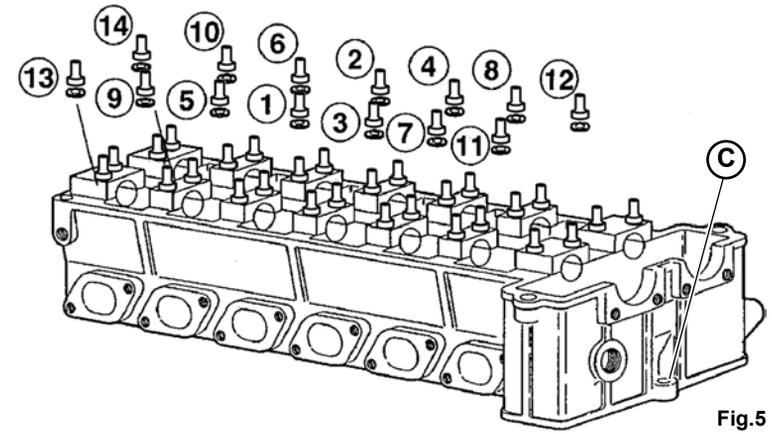

Fig.5
4. Tighten the bolt (**C-Fig.5**).
5. Tighten the head nuts to the prescribed torque by means of Molycote 1000 and following the tightening sequence shown in the figure (**Fig.5**).